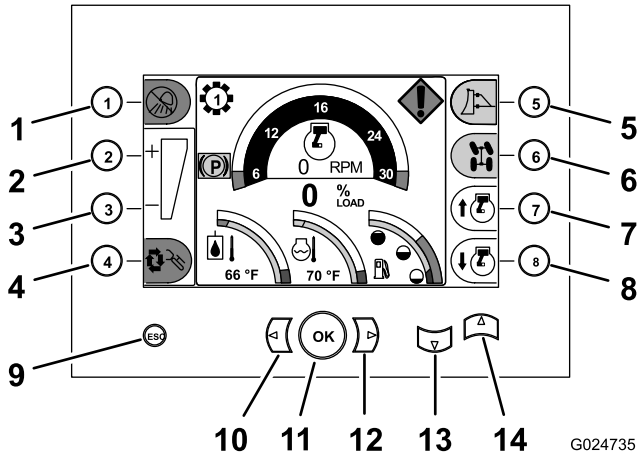

Рисунок 9
Прежде чем запустить двигатель и начать эксплуатацию машины, хорошо ознакомьтесь с функциями всех органов управления (Рисунок 9 – Рисунок 16).
Используйте кнопки центра управления для управления всеми функциями машины и для перехода на страницы настройки и диагностики машины (Рисунок 9).
- **Кнопка увеличения положения дроссельной заслонки** – Нажмите кнопку увеличения положения дроссельной заслонки (кнопку 7), расположенную в нижнем правом углу центра управления, чтобы увеличить скорость двигателя (Рисунок 9).
- **Кнопка закрывания дроссельной заслонки** – Нажмите кнопку закрывания дроссельной заслонки (кнопку 8), расположенную в нижнем правом углу центра управления, чтобы уменьшить частоту вращения двигателя (Рисунок 9).